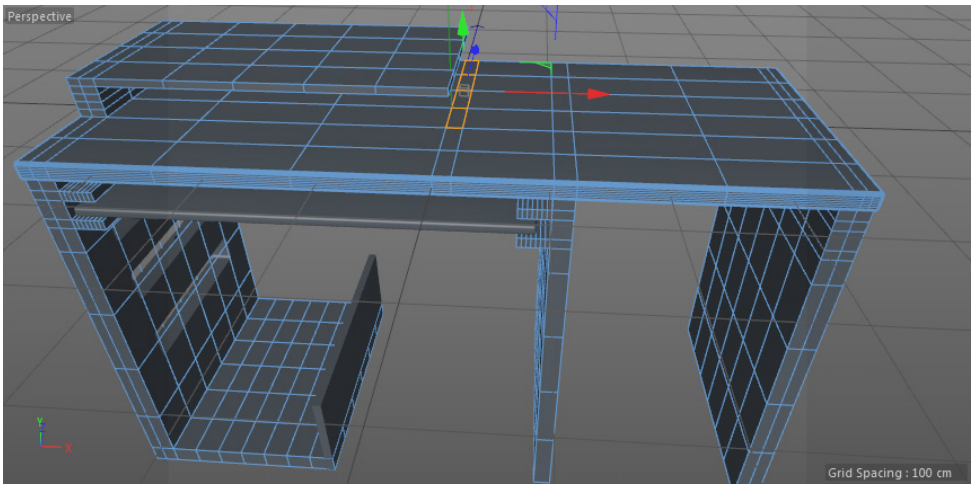

Figure 3-102 *The selected polygons of Computer table*
1. Make sure the polygon mode is activated. Choose the **Live Selection** tool from the Command Palette and make sure that the **Visible Only** check box is selected. Now, select the polygons of *Computer table*, as shown in Figure 3-102.